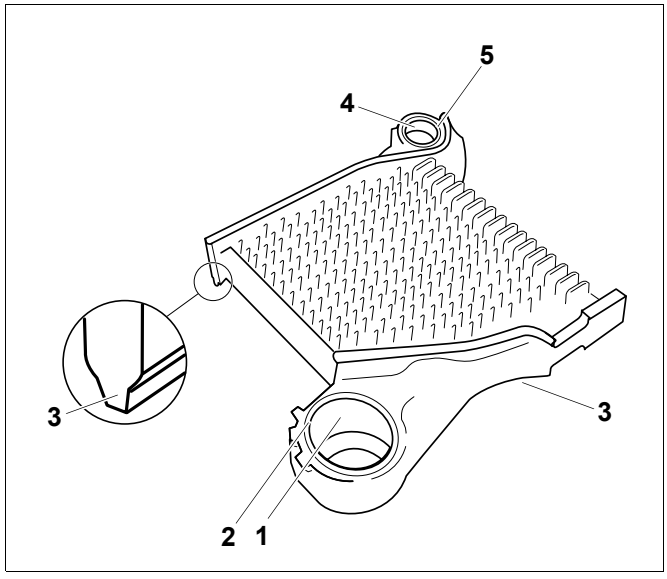

Рис. 11 Средняя секция
- При наличии заусенцев на ступицах (рис. 11, **поз. 2** и **5**) зачистить их напильником.
- Уплотнительные кромки (рис. 11, **поз. 3**) должны быть чистыми и сухими; очистите их, если это необходимо.
- Очистить уплотнительные поверхности ступиц (рис. 11, **поз. 1** и **4**) ветошью, пропитанной бензином, и смазать суриком.